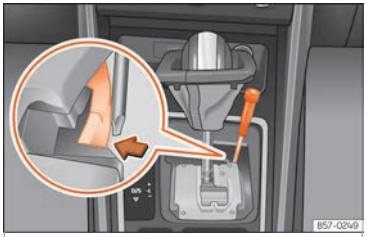

Fig. 143 Alavanca seletora: desbloqueio de emergência a partir da posição de estacionamento.
- Com a ajuda da parte plana de uma chave de fendas, pressione lateralmente a patilha amarela e mantenha-a pressionada ››› **Fig. 143** .